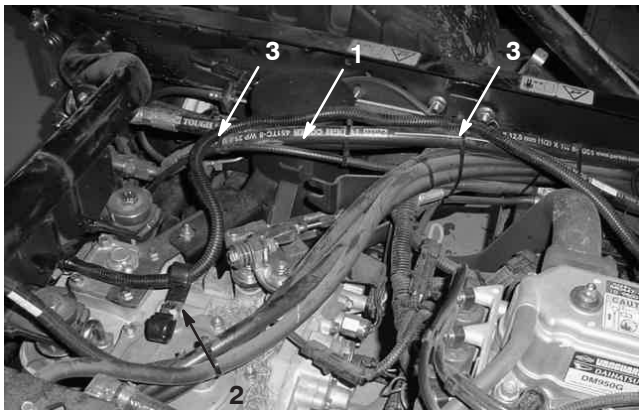

Bild 5
1. Verlegen Sie das Ringpolende des Stromkabelbaums zur Batterie der Zugmaschine (Bild 5 & 7).
3. Befestigen Sie den Kabelbaum an den in Bild 5 dargestellten Positionen mit zwei Drahtbinden an der Zugmaschine.
4. Montieren Sie die zwei (2) J-Clips mit einer 8 mm x 2 Schraube oben am Getriebe (Bild 5).
5. Verlegen Sie den Kabelbaum durch den linken J-Clip, wie in Bild 5 dargestellt.